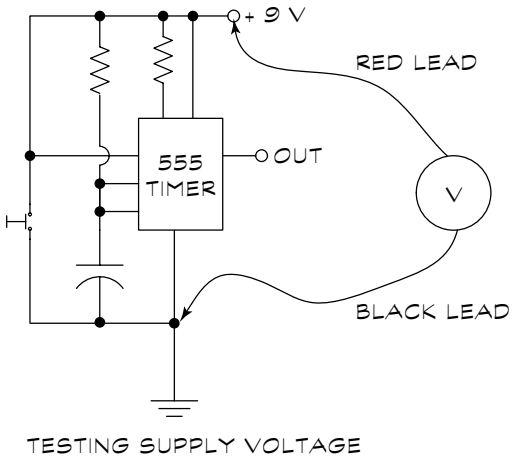

Figure 9-9: Two types of voltage tests performed on a 555 timer circuit.
Figure 9-9 shows an example of a multimeter testing a couple of points in a simple 555 integrated circuit (IC) timer. The top image shows the meter measuring the voltage that powers the entire circuit, and the bottom image shows the meter measuring the voltage at the output of the 555 IC. Because the output of the 555 IC is an on-or-off voltage, the reading on the multimeter alternates between zero volts and five volts.